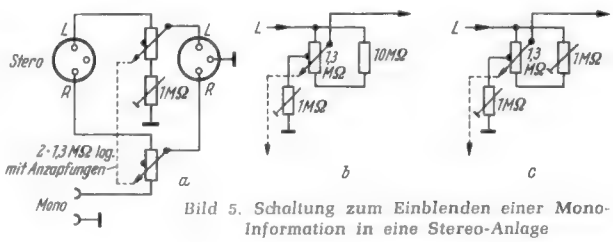

Bild 5. Schaltung zum Einblenden einer Mono-Information in eine Stereo-Anlage
z. B. dem rechten. *Bild 5* zeigt eine diesbezügliche Schaltung mit Variationen. In *Bild 5a* sehen wir im rechten Kanal ein Umblendpotentiometer, mit dem die Ansage eingeblendet wird, und im linken Kanal einen Teil des Tandem-Potentiometers, der als Lautstärkeregler geschaltet ist. Steht der Schleifer beider Potentiometerteile oben, so wird das Stereo-Programm wiedergegeben; dreht man nach unten, so wird im rechten Kanal die Ansage wiedergegeben, während im linken Kanal die Lautstärke bis auf einen durch das Trimmpotentiometer vorgeschriebenen Wert sinkt. In *Bild 5b* und *c* werden andere Schaltungsvarianten des Lautstärkereglers gezeigt. So ist in Bild 5b das Trimmpotentiometer an die Mittelanzapfung gelegt, so daß die Lautstärke etwa gleichbleibt, sobald die Mitte überschritten ist. In Bild 5c steigt die Lautstärke nach der Überschreitung der Mitte wieder an. Da alle diese Schaltungen die beiden Stereo-Kanäle unterschiedlich belasten, sollte man in der vorhergehenden Stufe eine Balance-Einstellung vorsehen, um Unsymmetrien zu vermeiden.